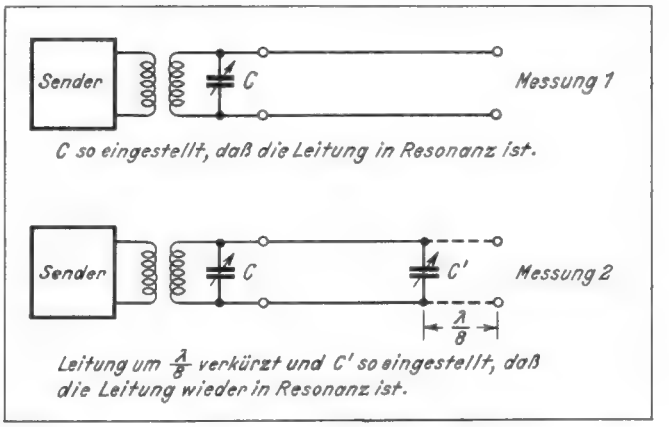

Bild 3. Ermittlung von Z
c) Bis in das UKW-Gebiet hinein ist nach *Bild 3* noch folgende Methode anwendbar (siehe auch HFT und ELA 1930, Seite 122, H. O. Roosenstein):